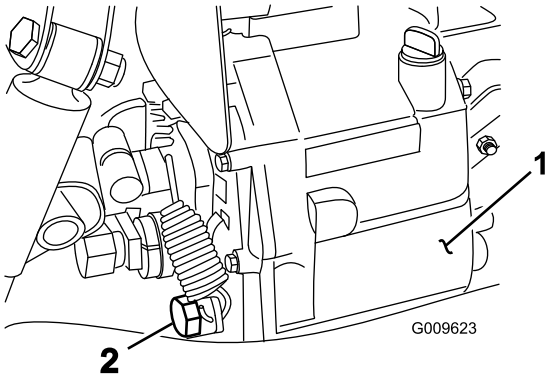

Figur 68
2. Fjern tappepluggen fra siden på tanken og la hydraulikkoljen flyte ned i tappefatet (Figur 68).